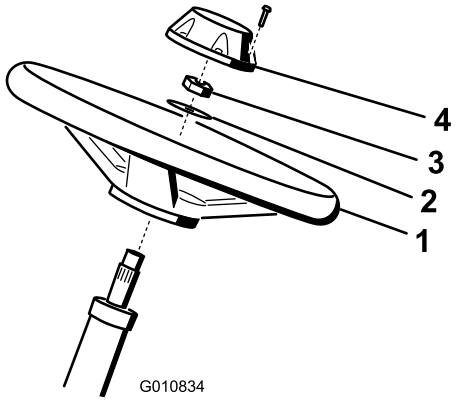

**Figur 3**
1. Sæt rattet på ratstammen (Figur 3).
2. Sæt spændeskiven på ratstammen (Figur 3).
3. Fastgør rattet til akslen med en kontramøtrik og spænd den til 27-35 Nm (Figur 3).
4. Sæt hætten på rattet og fastgør den med en skrue (Figur 3).